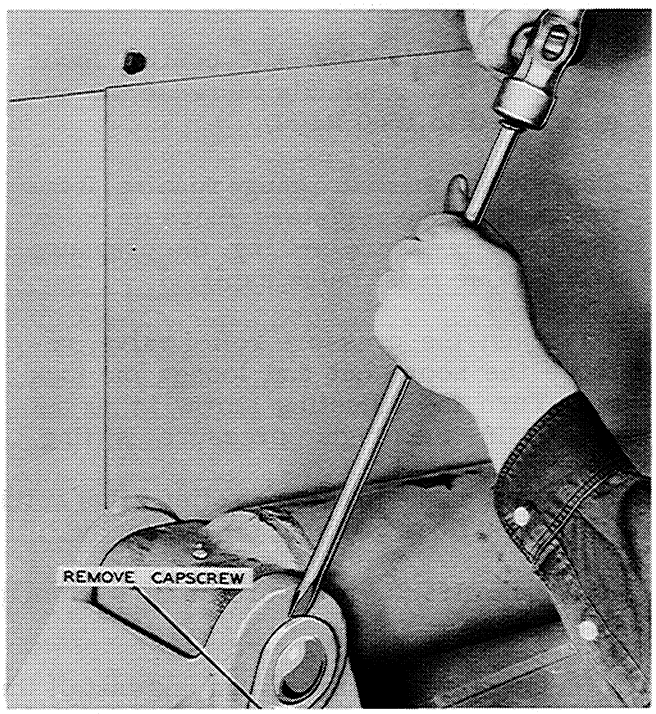

Figure A-10
7. Remove the capscrew from the lift cylinder rear pivot pin lock plate and drive a tool similar to the one shown in Figure A-10 between the rear pivot pin lock plate and the pivot yoke to free the pivot pin for removal.